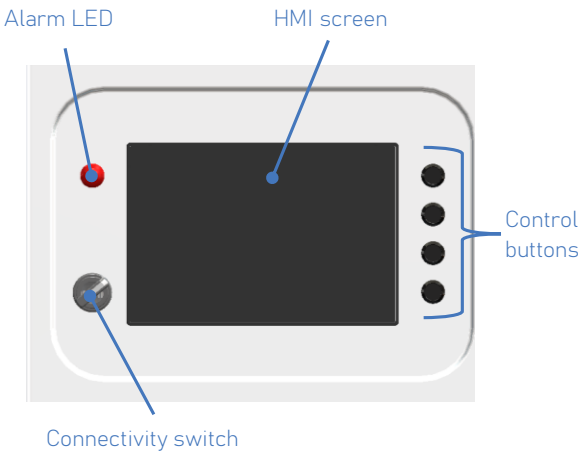
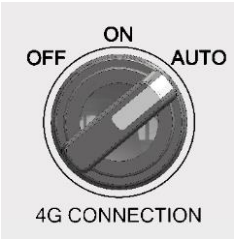

Figure 9 - Control unit – Human/Machine Interface (HMI)
Figure 15 - Connectivity switch set to AUTO position.
The HMI (Figure 9) is a touch screen that allows the user to:
1. Press any control button (Figure 9);
The connectivity switch (Figure 9) has 3 positions:
- Ensure the connectivity switch (Figure 9) is set to the AUTO position (Figure 15).